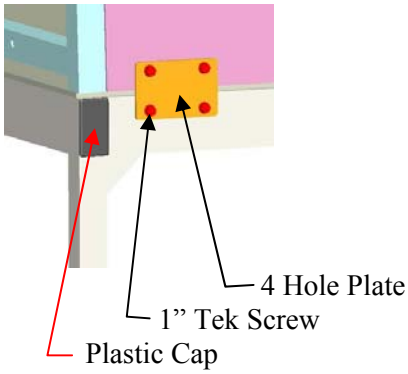
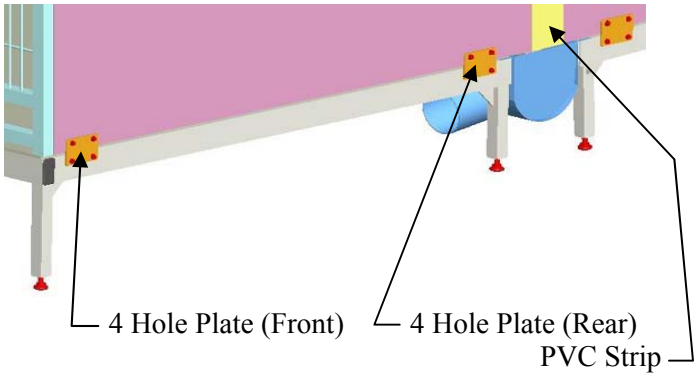

Figure 29
Figure 30
2. Attach a 4 hole Plate over the side of the Floor and the Side Panel on the front side of the kennel with (4) 1” Tek Screws as shown in **(Figure 29)**. Then attach the next 4 hole Plate on the rear side of the kennel with (4) 1” Tek Screws as shown in **(Figure 30)**. Use the same instructions for the second section of the kennels, using the same instructions on the other side of the kennel system.
3. Plug open ends of tubing with Plastic Cap on each end of the kennel system as shown in **(Figure 29)**.